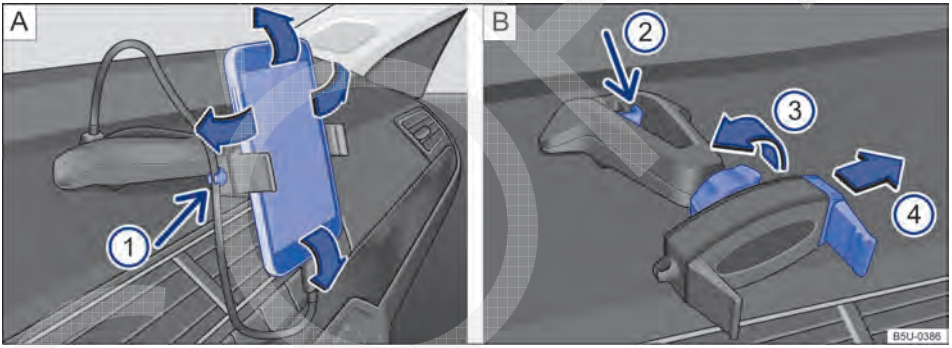

Fig. 146 No console central: suporte para smartphone e ajustes.
– Segurar o suporte com uma mão e pressionar o botão de destravamento → Fig. 146 B ② (seta).
– Com a haste → Fig. 146 B (4) deslocar no sentido da seta, e instalar o smartphone no alojamento.
– Com a outra mão deslocar a haste → Fig. 146 B (4) até que seja possível remover o aparelho do alojamento.
– Colocar o cabo USB na entrada carregador USB do suporte existente no painel de instrumentos → Fig. 146 A.
– Prender o cabo no suporte → Fig. 146 A (1).
– Para liberar o movimento do suporte, girar a trava → Fig. 146 B (3) no sentido contrário da seta.
– Para fixar a posição, girar a trava no sentido da seta (3) → Fig. 146 B até a fixação total do suporte.
O suporte para smartphone tem garantia de 3 anos, com exceção da haste deslizante (garra) → Fig. 146 B 4 que tem garantia de **1 ano**. ◁